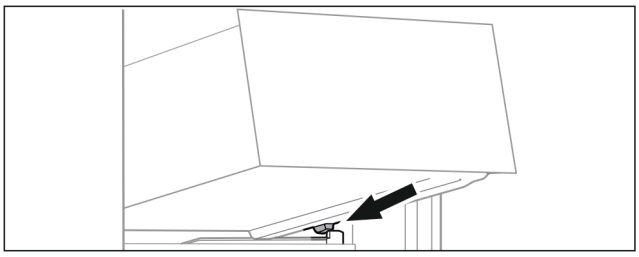

Fig. 104
▶ Наклоняя вниз, установите выдвижной ящик за стопоры на контейнерное ребро. (см. Fig. 104)